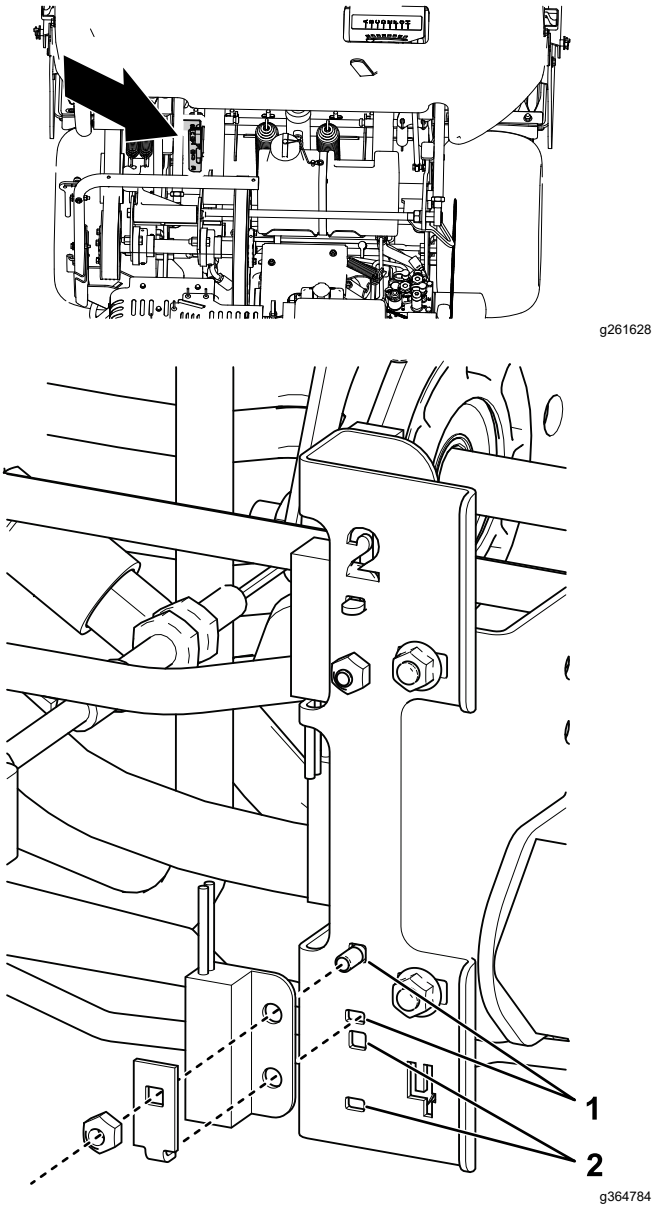

**Figure 32**
3. Locate the proximity-switch assembly on the H-frame assembly (Figure 32).
4. Assemble the #4 switch in position required by the aeration depth as shown in Figure 32.